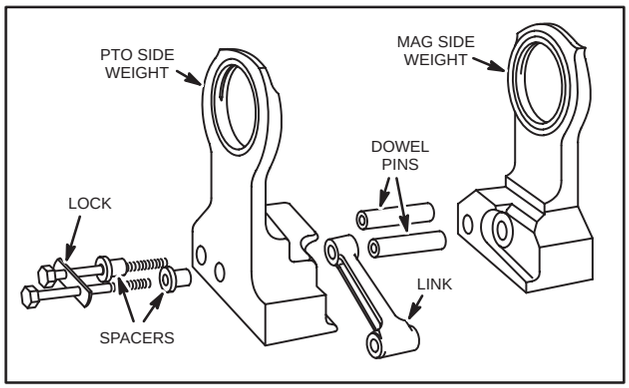

Fig. 190 – DISASSEMBLING COUNTERWEIGHT
8. Remove crankshaft from magneto side counterweight, Fig. 190.